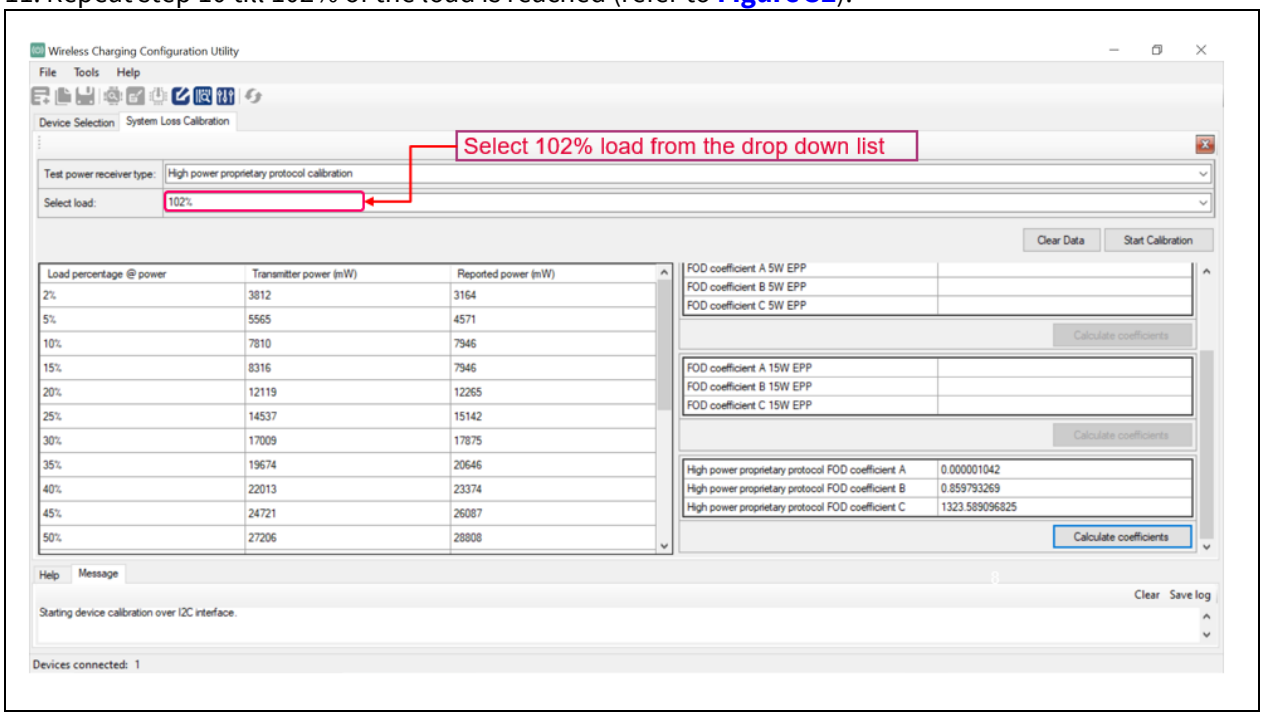

Figure 32 Specifying power loss calibration values
11. Repeat step 10 till 102% of the load is reached (refer to **Figure 32**).